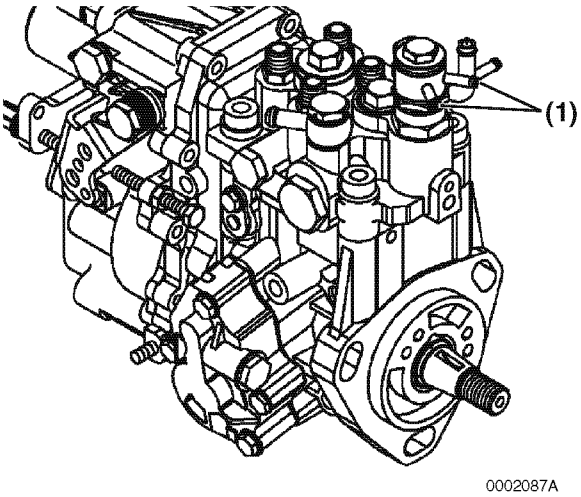

Figure 6-4
3. Disconnect the coolant hoses from the cold start device **(Figure 6-4, (1))** on the fuel injection pump.